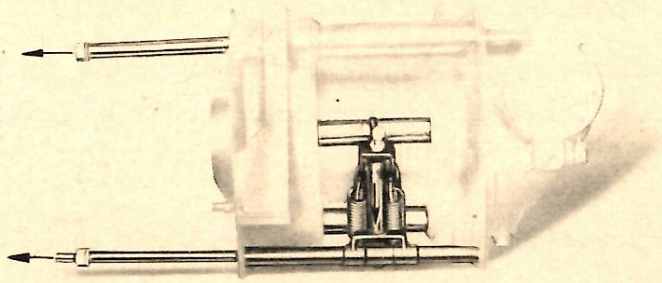

Bild 5
e) Distanzbolzen ausbauen (vergl. Bild 5)
f) Unteres Distanzrohr samt Druckrollen (5) entfernen (vergl. Bild 5)
h) Distanzbolzen abbauen, Distanzrohre und Druckrollen entfernen (vergl. Bild 5)
i) Kettenritzel (20) abziehen